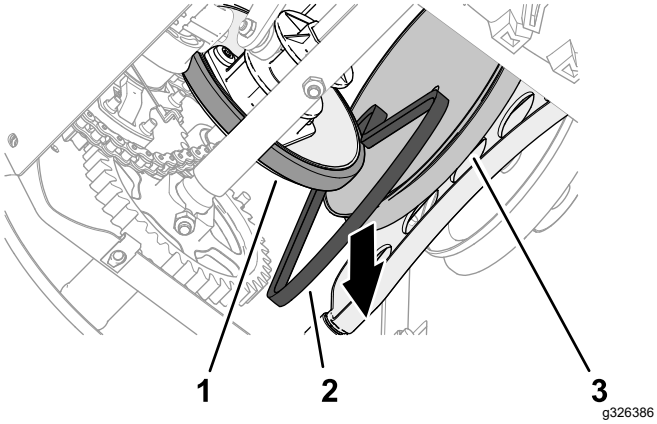

Figur 48
7. Skub traktionsremmen mellem friktionshjulet og traktionsremskiven, og fjern remmen fra maskinen (Figur 48).